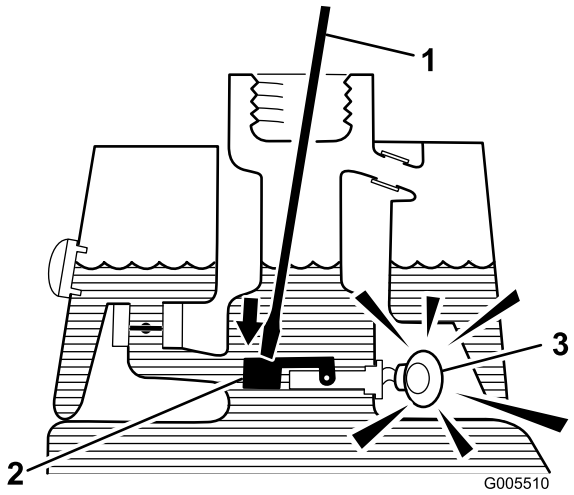

Figur 27
3. För in en ren pinne eller skruvmejsel i tankröret och tryck försiktigt nedåt på flottörströmbrytaren (Figur 27). Larmet ska ljuda efter tidsfördröjningen på en sekund.